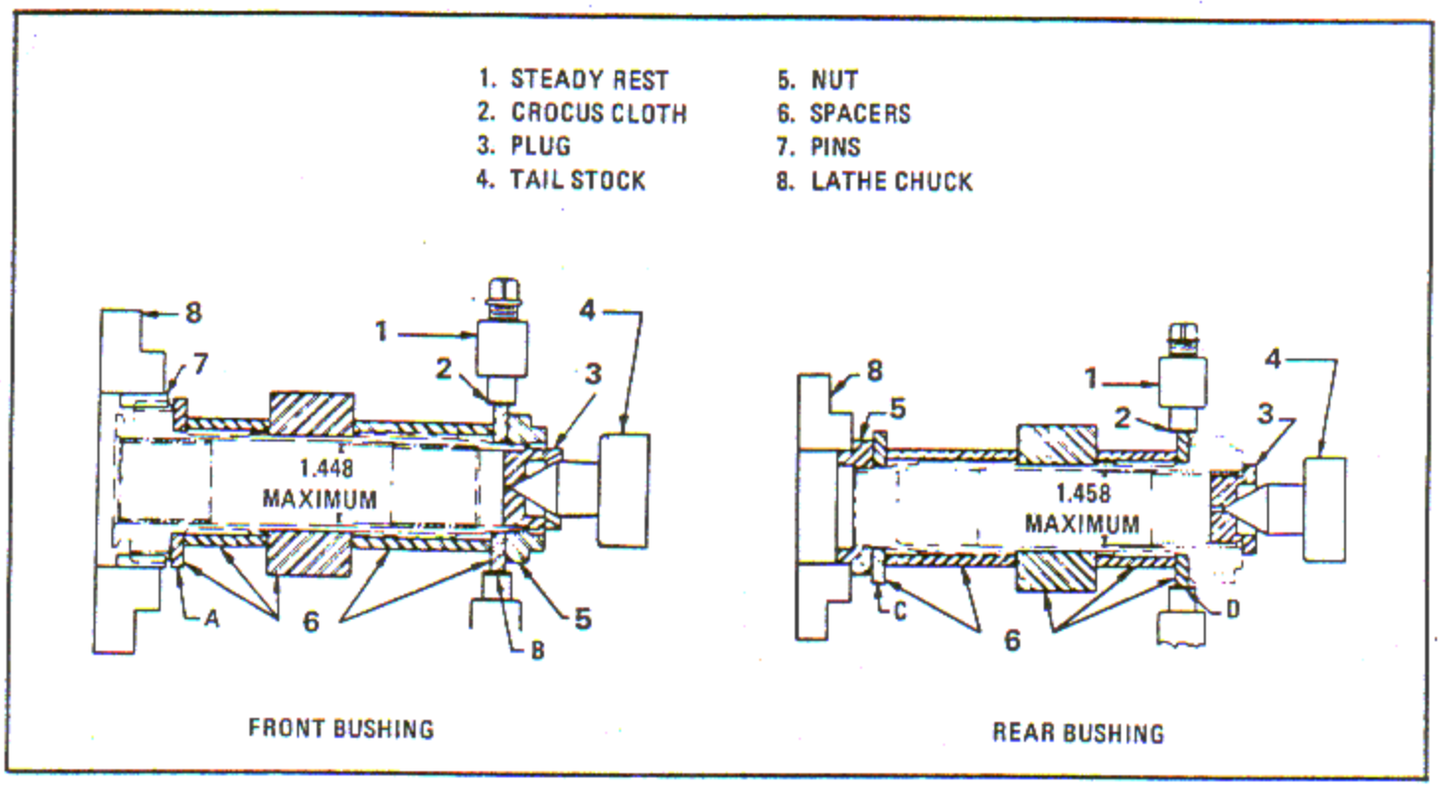

Figure 6-191. Removing Impeller Shaft Front and Rear Bushings
a. Assemble spacers A through E (6, figure 6-191) and nut (5) on the shaft, selecting the proper narrow spacers to obtain a snug fit on the shaft.
e. Wrap a strip of crocus cloth (2, figure 6-191), Federal Specification P-C-458, smooth side in, around one of the narrow spacers as shown. Clamp the cloth inside the steady rest (1). Adjust the steady rest to support the shaft. Back out the tailstock (4) and remove the plug (3).
a. Clamp the nut end of the spacer and shaft assembly in a lathe chuck (8, figure 6-191) as shown. Insert plug in the gear end of the shaft and engage the tailstock center in the center of the plug. Indicate surfaces C and D to run true within 0.001 inch full indicator reading.
b. Wrap a piece of crocus cloth (2), smooth side in, around one of the narrow spacers as shown, clamping the cloth inside of the steady rest (1). Adjust the steady rest to support the shaft and spacer assembly. Back out the tailstock (4) and remove the plug (3).
d. Remove the spacers (6) and nut (5) from the shaft and clean the shaft thoroughly.